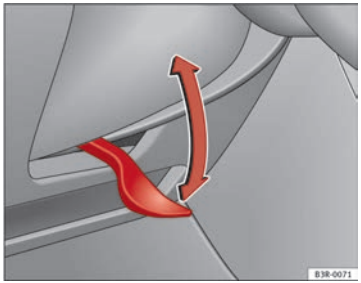

Fig. 143 Lever beneath steering column
– Push the lever ⇒ Fig. 143 down ⇒ ⚠.